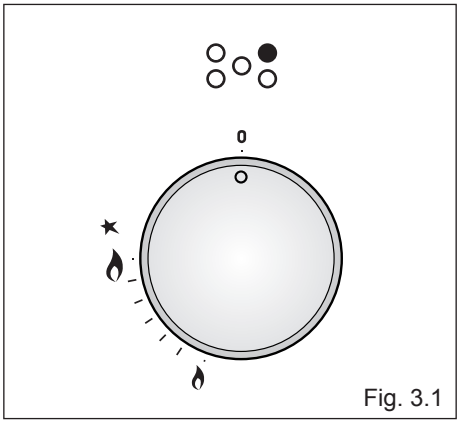

Fig. 3.1
Gas flow to the burners is adjusted by turning the knobs (illustrated in fig. 3.1) which control the safety valves.
1. Press in the corresponding knob and turn counter-clockwise (fig. 3.2) to the full flame position marked by the symbol (fig. 3.1); hold the knob in until the flame has been lit.